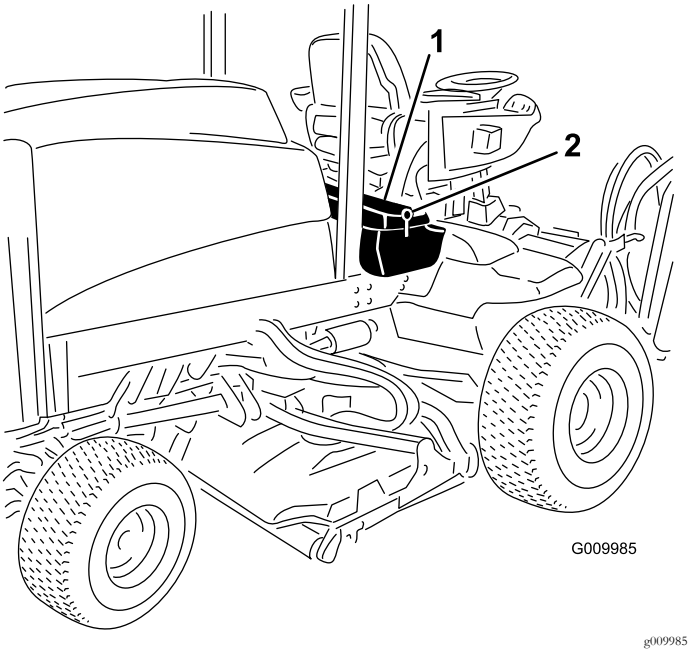

Figur 49
1. Lossa spärren för locket till höger förvaringslåda och lyft upp locket (Figur 49).